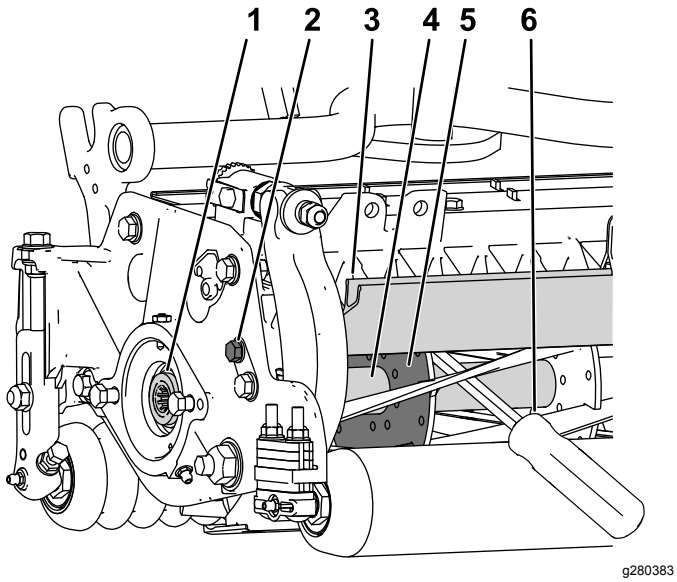

图30
1. 松开滚刀组左侧的屏蔽螺栓抬起后护罩图30。
2. 将一根长柄撬棍建议尺寸为 0.95cm x 30.48cm带螺丝刀柄插入滚刀组背面最靠近需要扭转的滚刀组一侧图30。
3. 将撬棍靠着滚刀支撑板的焊接侧图30。